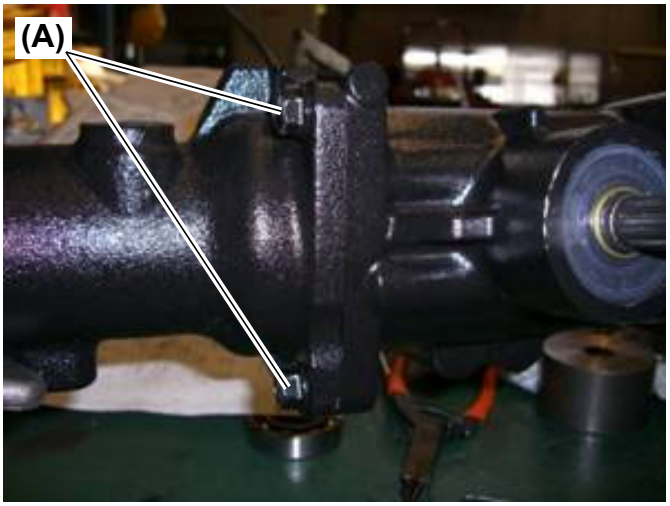

Fig.13
15. Remove the four (4) M10 x 30 (L: 1.2 in.) bolts (Fig. 13, (A)) per side from the front gear cases, left & right. Remove the front Gear Cases.
16. When reinstalling the front gear case, torque the four (4) M10 x 30 (L: 1.2 in.) bolts per side from the front gear case, left & right to 32.4 to 43.5 ft·lbs (44 to 59 N·m).